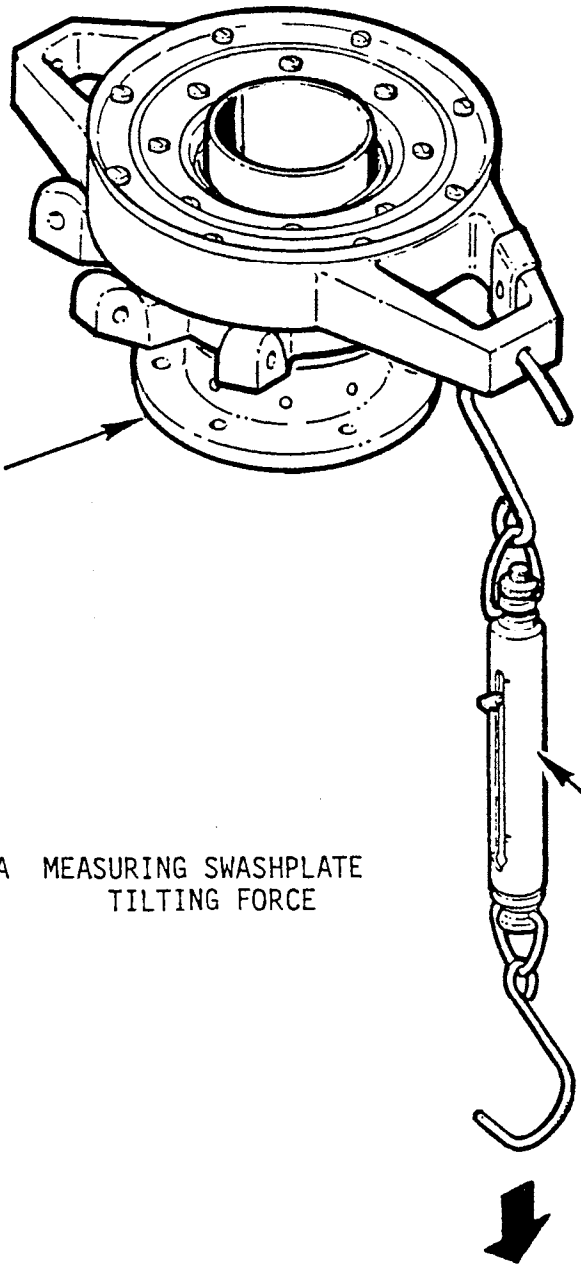

FIGURE 8-12A MEASURING SWASHPLATE TILTING FORCE
b) Use a spring scale (MT359-1 or equivalent) to pull down at bolt hole in upper swashplate arm as shown in Figure 8-12A. The force required to tilt the swashplate must be free-without-looseness to five pounds maximum, measured while moving; do not use breakaway reading.